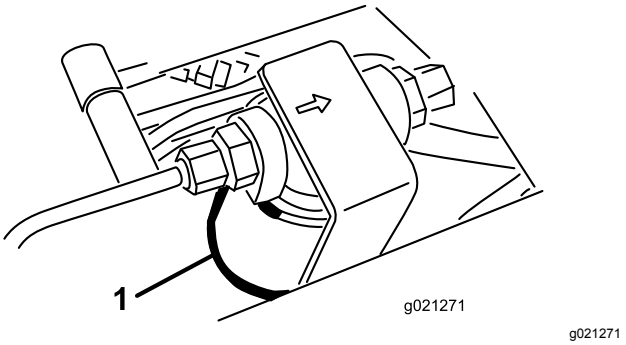
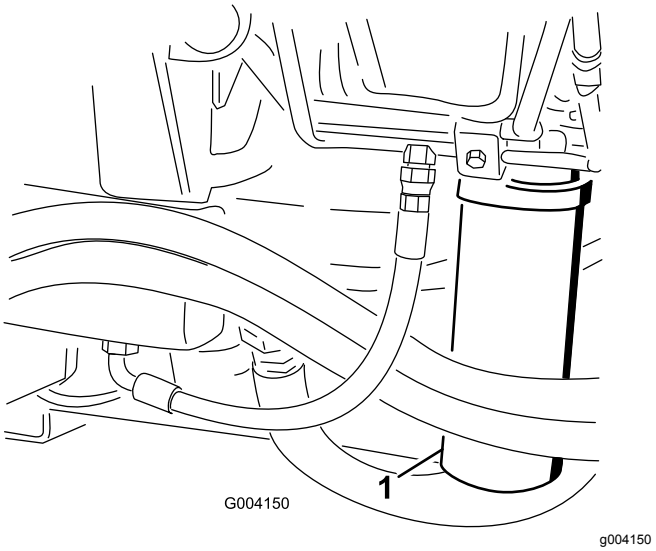

Figuur 102
Figuur 103
2. Reinig de omgeving van de plaats waar het filter wordt gemonteerd, en plaats een opvangbak onder het filter (Figuur 102) en (Figuur 103).